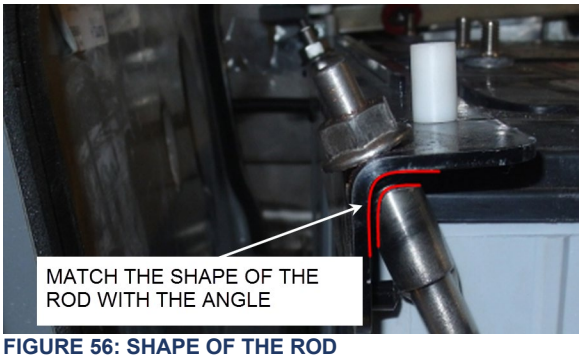

FIGURE 56: SHAPE OF THE ROD
3. The upper end of the rods is shaped to match with the angle (FIGURE 56).